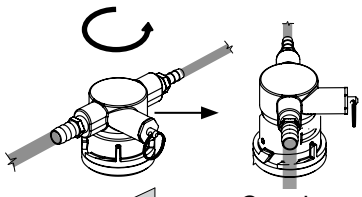

Figure 27a
6. Branchement du coupleur de fût sur le fût : Vérifiez que le coupleur est à la position « OFF » (« ARRÊT ») (voir Figure 27a). Alignez les butées sur le fût avec les butées correspondantes sur le coupleur de fût, puis tournez dans le sens des aiguilles d'une montre jusqu'à ce que le coupleur s'arrête (environ 90°). Poussez vers le bas et faites pivoter la partie supérieure du coupleur dans le sens des aiguilles d'une montre afin de permettre au gaz de pénétrer dans le fût.